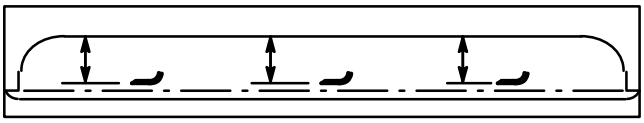

Figure 25
2. Rotate blade until the ends face forward and backward. Measure from inside of cutting unit to cutting edge at front of blade (Fig. 25), and remember this dimension.